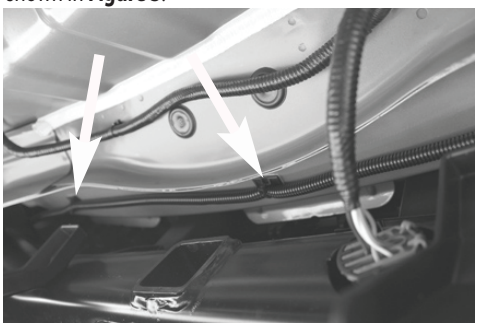

Figure 3
7. Route the portion of harness with the T-Connector ends containing Green wire to the Passenger side along the rear frame rail and secure with two cable tie pads provided shown in **Figure 3**.